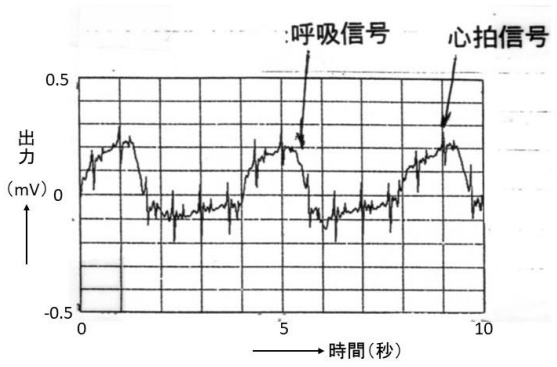

図 2-1　薄型の空気室による検出信号
信号検出用空気パッドを寝台内に設置し、寝ている人の呼吸と心拍を測る装置 - ひとの身体を拘束しないで測れるのが特徴 - を開発[(1) (2)]。これを使って思いつくままビジネスモデルを設定する。（図 2-1～図 2-3）